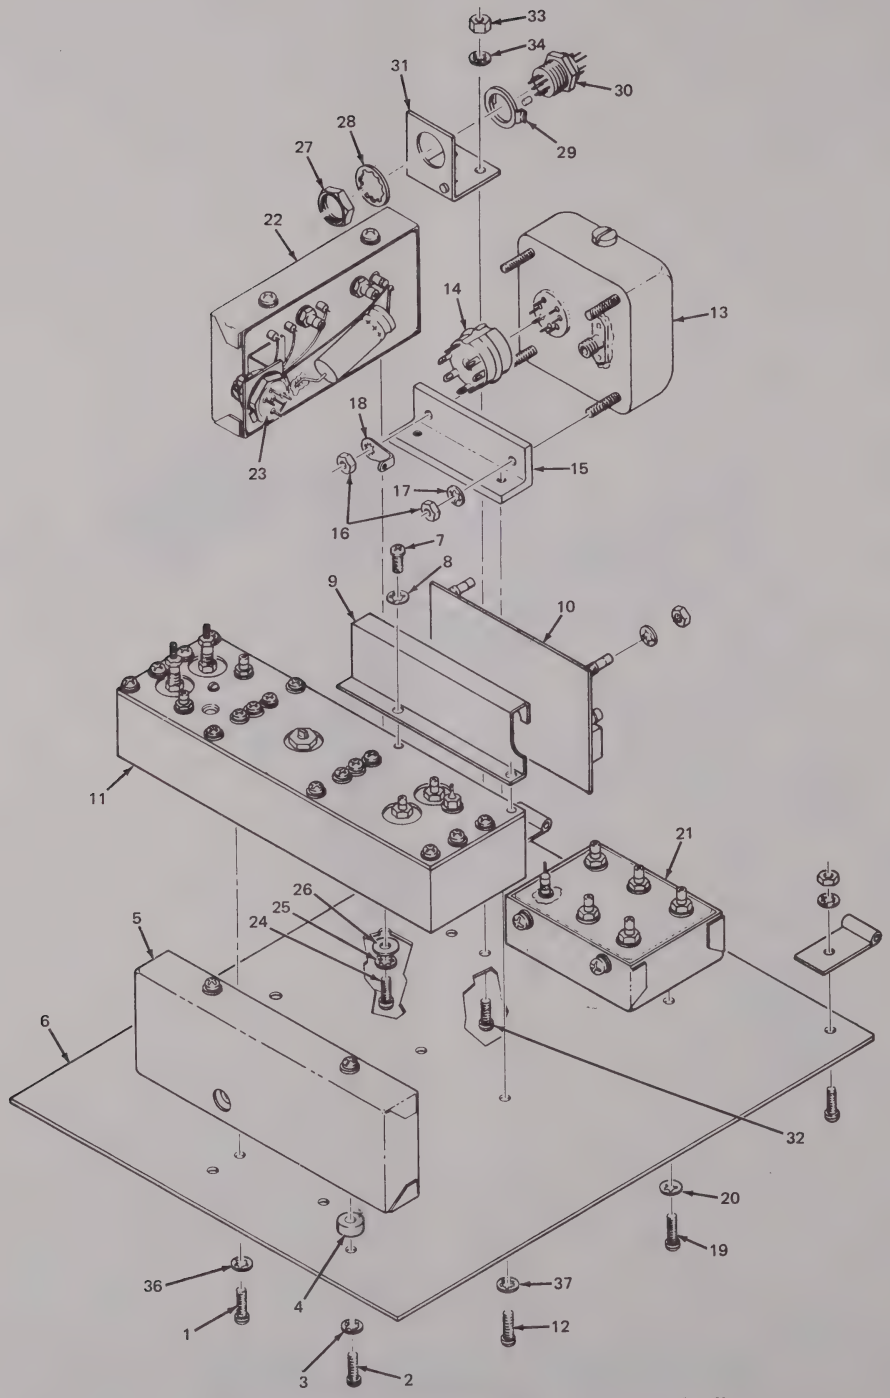

Figure 5-48. Upper floor disassembly/reassembly diagram.
(1) Attach two 1/4" Phillips screws (24), two lockwashers (25), and two flat washers (26) which secure Clock Divider mechanical assembly (22) to Upper Floor (6) (figure 5-48).
(2) Install tagged coax cables. Install mating connector to connector (23) (figure 5-48).
(3) Attach two 1/4" Phillips screws (19) and two lockwashers (20) which secure Master Oscillator Output Distribution Amplifier (21) to Upper Floor (6) (figure 5-48).
(4) Install tagged coax cables and solder wire to feed-through at Master Oscillator Output Distribution Amplifier (21) (figure 5-48).
(5) Install TCXO Master Oscillator (13) to mounting bracket (15) (figure 5-48).
(6) Attach two hex nuts (16), one lockwasher (17), and one ground lug (18) which secure Master Oscillator mounting bracket (15) to TCXO Master Oscillator (13) (figure 5-48).
(7) Attach two 5/16" Phillips screws which secure Master Oscillator mounting bracket (15) to the Upper Floor (6) (figure 5-48).
(8) Install tagged coax cable to TCXO Master Oscillator (13). Plug in tube socket (14) to TCXO Master Oscillator (13) (figure 5-48).
(9) Install 1200-2200 MHz Oscillator mechanical assembly (11) to Upper Floor (6) (figure 5-48).
(10) Attach four Phillips screws (1) and four lockwashers (36), which secure 1200-2200 MHz Oscillator mechanical assembly (11) to Upper Floor (6) (figure 5-48).
(11) Attach tagged coax cables to 1200-2200 MHz Oscillator mechanical assembly (11) (figure 5-48).
(12) Install AGC mounting bracket (9) with AGC Circuit Board (10) to 1200-2200 MHz Oscillator mechanical assembly (11) (figure 5-48).
(13) Attach two 5/16" Phillips screws (7) and two lockwashers (8) to AGC mounting bracket (9) (figure 5-48).
(14) Attach all of the tagged coax cables necessary to the AGC Circuit Board (10) (figure 5-48).
(15) Solder two tagged wires to feed-through on 1200-2200 MHz Oscillator assembly (11); one wire from AGC Circuit Board (10), the other wire from bracket mounted connector (30) (figure 5-48).
(16) Install Heterodyne Amplifier ÷2 Prescaler mechanical assembly (5) to Upper Floor (6) (figure 5-48).
(17) Attach two Phillips screws (2), two lockwashers (3), two spacers (4), which secure Heterodyne Amplifier ÷2 Prescaler mechanical assembly (5) to Upper Floor (6) (figure 5-48).
(18) Install tagged coax cables and solder wires to feed-through capacitors at Heterodyne Amplifier ÷2 Prescaler mechanical assembly (5) (figure 5-48).